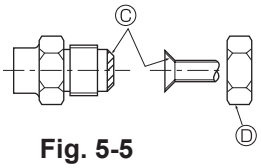

Fig. 5-5
Ⓐ (Fig. 5-5)
5.5. Tubos de conexión (Fig. 5-4) (Fig. 5-5)
[Fig. 5-5]